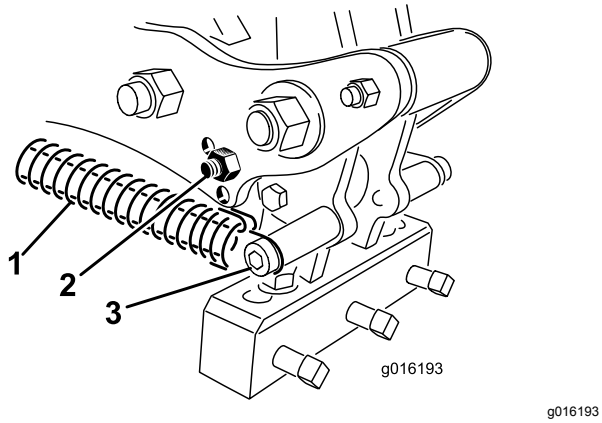

**Figur 39**
3. Frigör fjäderspänningen till luftarpinnshuvudet (Figur 39).
4. Ta bort stötdämparskruven och stötdämparen från länkarmen och sätt i dem i det andra justeringshålet (Figur 39).